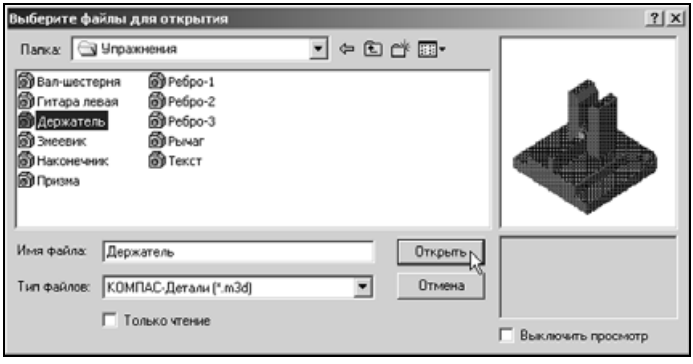

Рис. 5.82
- Откройте документ Держатель.m3d из папки Упражнения главного каталога установки КОМПАС-3D V6 (рис. 5.82).